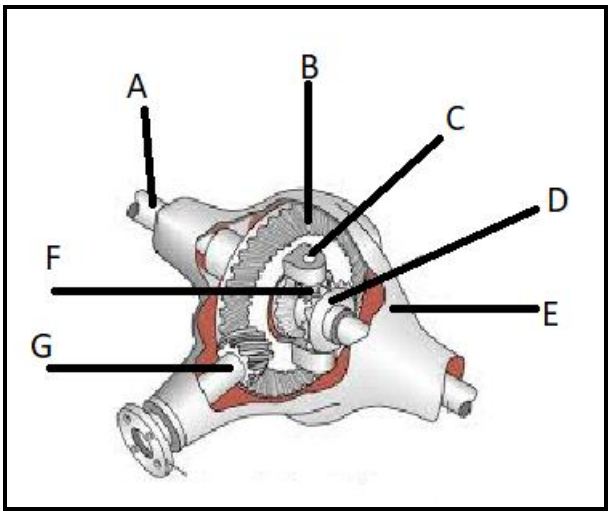

FIGUUR 4
2.5 Identifiseer die verskillende gemerkte dele van die eindaandrywing in FIGUUR 4 deur die antwoord langs die letter (A-G) in die ANTWOORDBOEK neer te skryf.